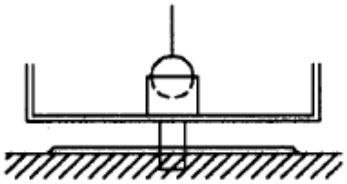

Fig. 8 Regolazione orizzontale
- Inserire il cilindro di regolazione sul dispositivo di misurazione e innestare la sfera del pendolo in quest'ultimo (ved. fig. 8).